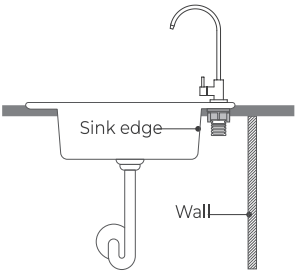

Figure 4
1. Choose a suitable place to install the faucet and leave enough space for the mounting washer to avoid touching the wall or sink. **(Figure 4)**.